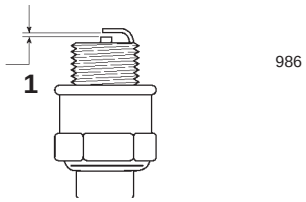

Bild 22
5. Stellen Sie den Elektrodenabstand an der neuen Zündkerze auf 0,76 mm ein (Bild 22).